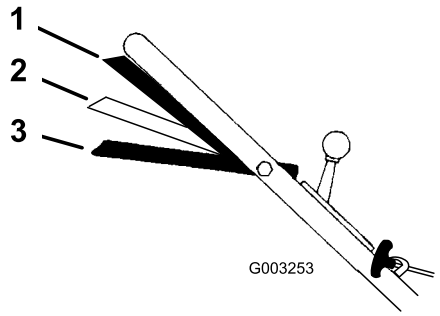

Bild 16
1. Stellen Sie den Fahrgeschwindigkeitshebel auf die Neutralstellung (N) .
3. Drücken Sie den Schaltbügel gegen den Griff in die Lauf-/Fahr-Stellung (Bild 16).
Hinweis: Ändern Sie nicht die Geschwindigkeit, wenn der Schaltbügel zum Griff in die Lauf-/Fahr-Stellung gedrückt ist, da das Getriebe beschädigt werden kann. Der Schaltbügel sollte in der Lauf-/Schalten-Stellung (Bild 16) sein , wenn Sie die Fahrgeschwindigkeit ändern.